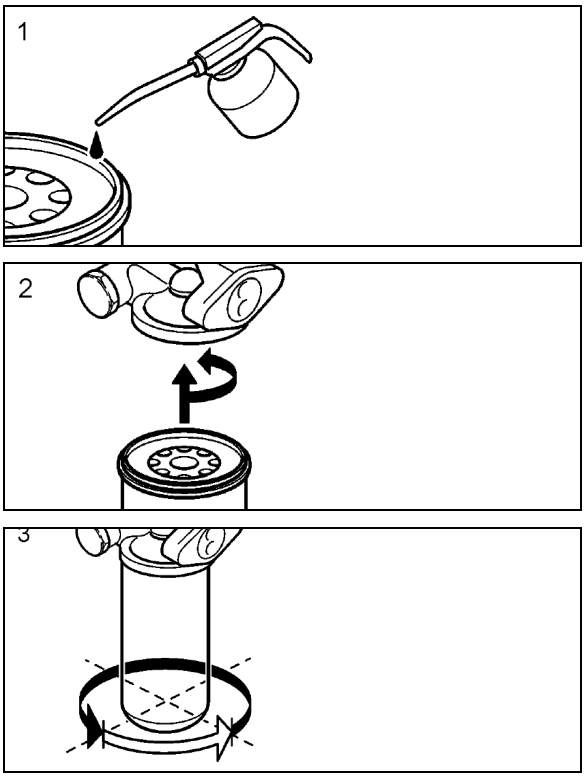

FIGURE 9: OIL FILTER REPLACEMENT
- Prefill the new oil filters with approved engine oil. Refer to Figure 9, also, lubricate the filter gaskets with engine oil (1). Hand tightens the oil filters until they contact the sealing surface of the oil filter housing (2). Manually tighten the oil filters an additional ¾ to 1 full turn (3).